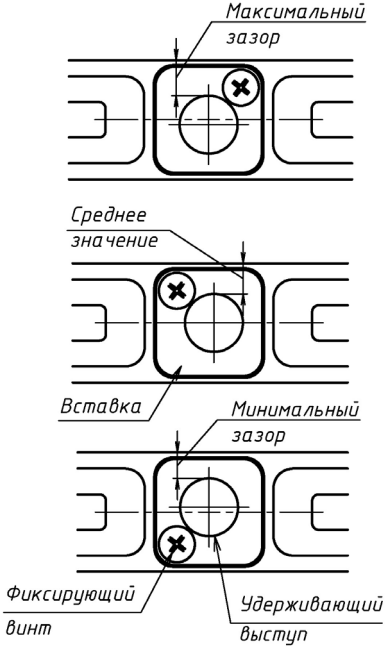

Рисунок 12 – Регулировка зазора
6.10 Для изменения и регулировки зазора необходимо на корпусной части замка отвернуть фиксирующий винт (рисунок 12), поднять и повернуть вставку, при этом зазор между удерживающим выступом, выполненным эксцентрично, и гнездом на якорной части будет меняться. Поворот вставки на 90 градусов изменяет зазор и взаимное положение выступа и гнезда якоря в поперечном направлении на 0,75 мм, поворот на 180 градусов – на 1,5мм. После установки зазора фиксирующий винт необходимо затянуть.